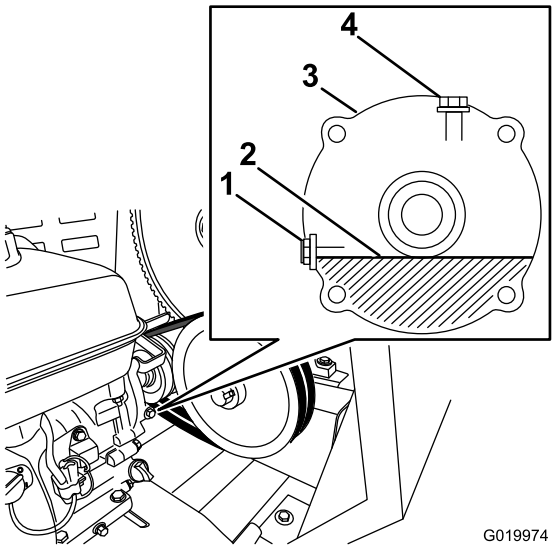

Figure 63
2. Localisez le carter réducteur entre le moteur et la poulie de moteur (Figure 63).
4. Retirez le boulon et la rondelle de contrôle de niveau d'huile de l'orifice de niveau d'huile (Figure 63).
A. Retirez le boulon et la rondelle de l'orifice de remplissage au sommet du carter réducteur (Figure 63).
C. Placez le boulon et la rondelle sur l'orifice de remplissage du carter réducteur, et serrez le boulon (Figure 63).
5. Lorsque l'huile est au niveau du filetage au bas de l'orifice de niveau d'huile, remettez le boulon et la rondelle de contrôle de niveau d'huile sur l'orifice, et serrez le boulon (Figure 63).
8. Versez lentement l'huile spécifiée dans l'orifice de remplissage jusqu'à ce que le niveau atteigne le filetage au bas de l'orifice de niveau d'huile (Figure 63).